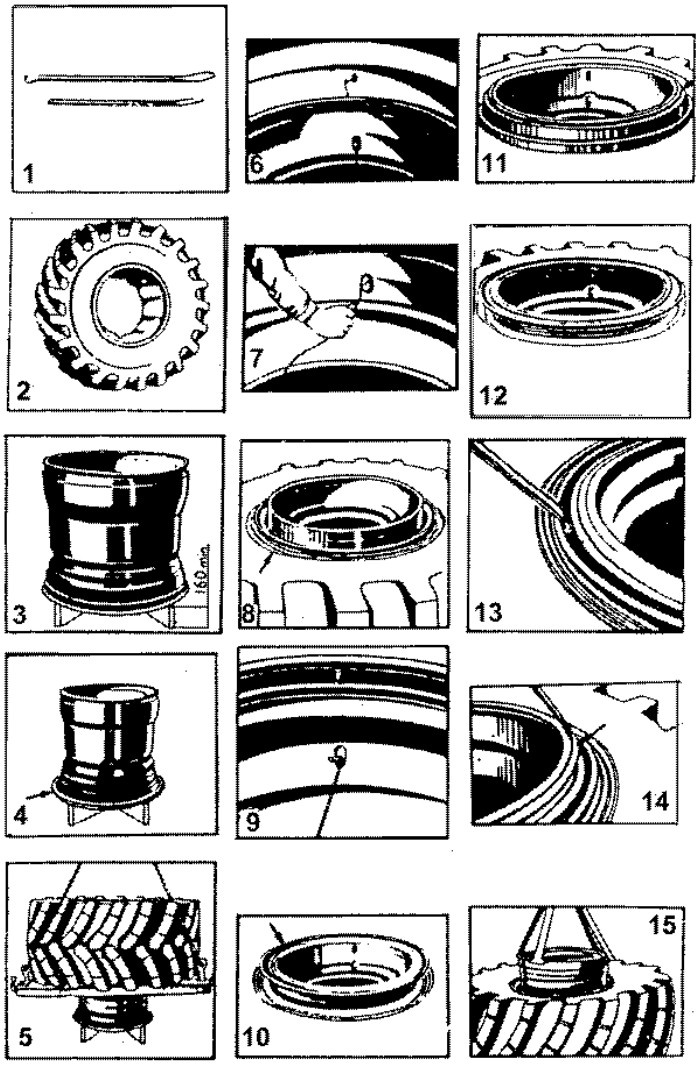

Рис. 29 Монтаж-демонтаж шины
2. Операции монтажа-демонтажа выполняются с помощью двух монтажных лопаток, прикладываемых в ЗИП (рис. 29, поз.1).
3. Подъем шины и колеса при монтаже-демонтаже осуществляется лицом, допущенным к управлению грузоподъемным механизмом с помощью грузозахватных приспособлений (типа показанных на рис. 29, поз.5).
Последовательность операций по монтажу-демонтажу шины производите в соответствии с рис. 29 поз.1…15.
1. Внутреннюю поверхность покрышки посыпьте тальком, вложите в покрышку камеру и поддуйте ее настолько, чтобы она приняла естественную (рабочую) форму (рис. 29, поз.2), при этом необходимо учитывать направленность рисунка и место установки колеса на ступице, чтобы обеспечить совпадение указателей направления вращения шин (стрелки на боковинах покрышек) с направлением вращения колес при движении трактора вперед.
2. Установите обод на крестовину (рис. 29, поз.3) и наденьте на него бортовое кольцо (рис. 29, поз.4), при этом бортовое кольцо наружными кромками не должно упираться в крестовину.
3. Наденьте шину на обод (рис. 29, поз.5), при этом целесообразно введение вентиля камеры в вентильное отверстие обода производить с помощью проволоки или тросика, предварительно закрепленных на вентиле (рис. 29, поз.6, 7).
4. Установите второе бортовое кольцо (рис. 29, поз.8).
5. Совместив ограничитель посадочного съемного кольца с пазом под ограничитель на ободе (рис. 29, поз.9), наденьте посадочное съемное кольцо на обод (рис. 29, поз.10).
6. Установите замочное кольцо на обод (рис. 29, поз.11).
7. Во избежание самодемонтажа перед накачиванием необходимо бортовым кольцом надежно замкнуть посадочное съемное кольцо и замочное кольцо на ободе, при этом стыки разрезных частей колец должны быть в диаметрально противоположном положении (рис. 29, поз.12). Соблюдая меры предосторожности, накачайте шину до давления не более 0,05-0,06 МПа (0,5-0,6 кгс/см^2) и убедитесь в том, что шина по всей длине окружности зашла за посадочное съемное кольцо. Если борт шины в некоторых местах уперся в торец посадочного съемного кольца, необходимо заправить кольцо под борт монтажной лопаткой.
2. Осадите борт шины с посадочной полки путем введения крючкообразного конца одной монтажной лопатки и плоского конца другой между бортовым и посадочно-съемным кольцами и отжатия противоположных концов лопаток вниз. Осаживание производится обходом по кругу, начиная с места расположения демонтажного паза на посадочном съемном кольце (рис. 29, поз.13).
3. Постукиванием по буртику посадочного съемного колеса осадите последнее с буртика замочного кольца, затем введите плоский конец одной из монтажных лопаток в демонтажный паз замочного кольца и, отжимая противоположный конец лопатки к центру колеса, выведите конец замочного кольца из зацепления с ободом (рис. 29, поз.14).
9. Извлеките обод из шины (рис. 29, поз.15).